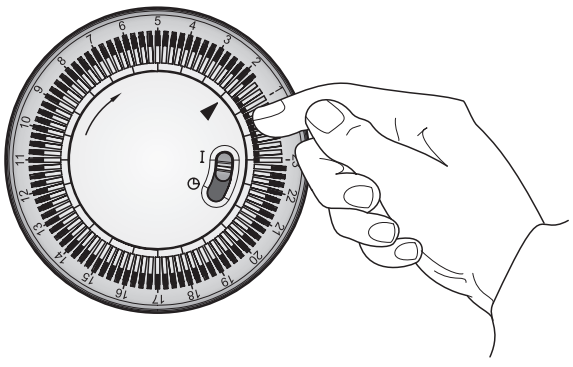

Fig. 5
Set the operation mode using the slide switch on the timer - see **Fig.5**:
1. Using your fingertip or tip off a pencil, push in as many segments as necessary around the dial, according to the times you don't require heat - see **Fig.5**. Each segment pushed in switches the heater OFF for that part of the hour All other segments will be ON. For example, **Fig.5** shows the timer set to switch the heater OFF between 11pm and 1.45am.